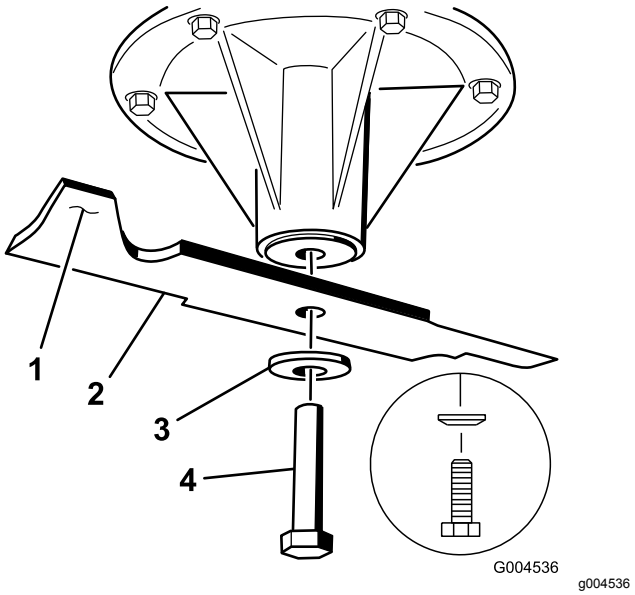

Figur 105
1. Monter kniven på spindelakselen (Figur 105).
2. Monter fjærskiven og knivbolten (Figur 105).
Merk: Fjærskivekonusen må monteres mot bolthodet (Figur 105).